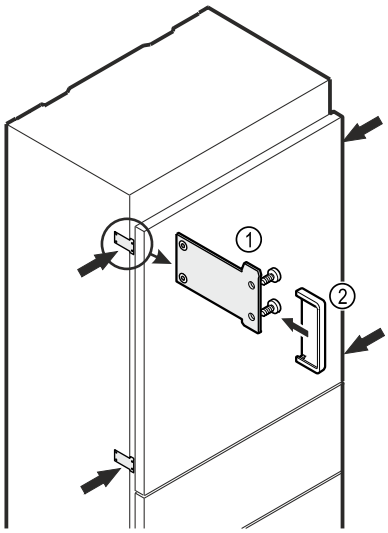

Fig. 23
▶ Visser l'appareil au corps de meuble via les pattes de fixation *Fig. 23 (1)* et avec respectivement deux vis 4x16.
▶ Monter le couvercle *Fig. 23 (2)*.